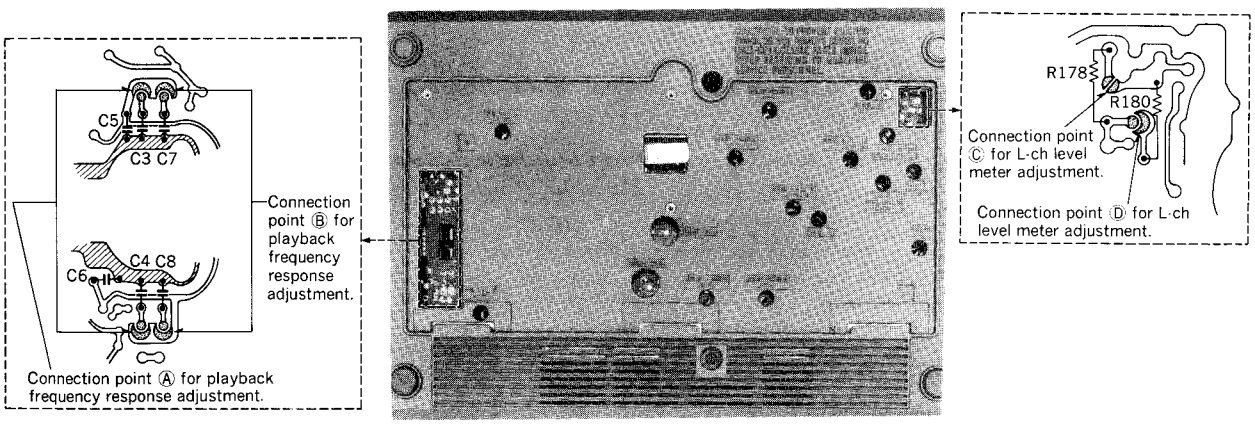

Fig. 7
1. For electrically related adjustments only, each of the variable resistors and connection points for adjustment can be seen when the bottom cover is removed as shown in fig. 7 below. Make adjustments by referring to each adjustment description.